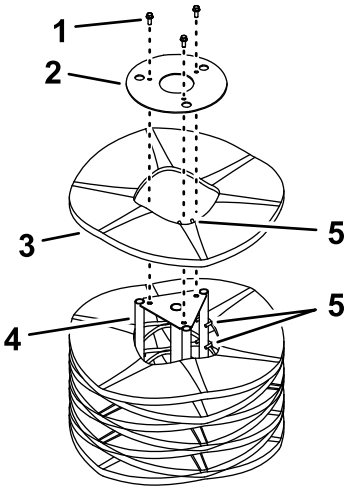

Figur 38
5. Still børstekjerneenheten i horisontal stilling slik at endeholderplaten vender oppover (Figur 38).
6. Fjern og behold monteringsdelene fra endeholderplaten (Figur 38).
8. Monter de(t) nye segmentet/segmentene ved å forskyve innrettingsrillene som vist i Figur 38.